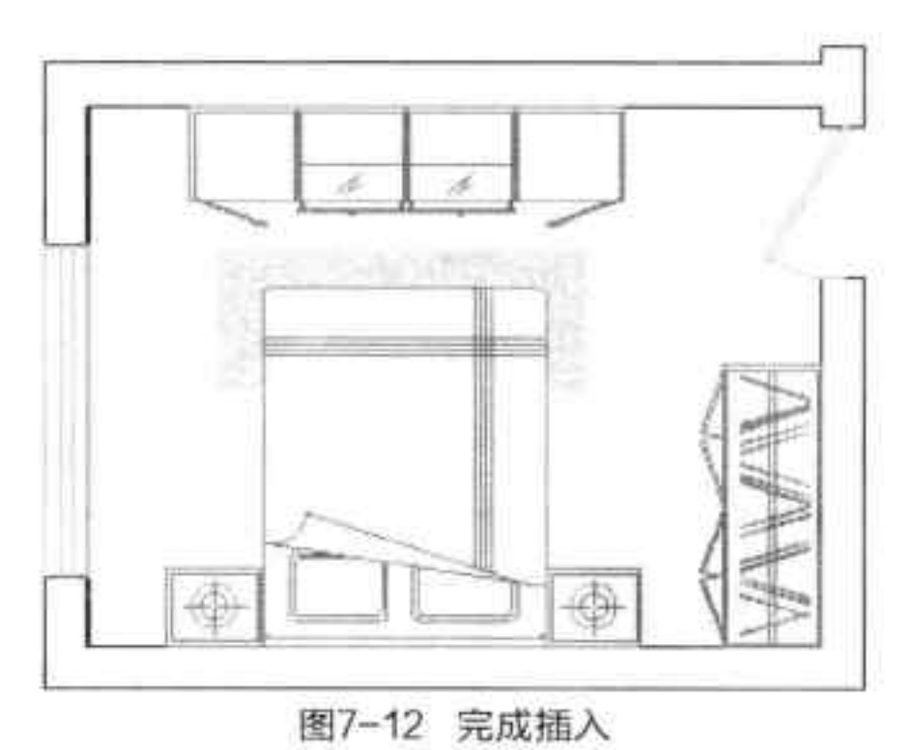

图7-12 完成插入
Step 04 指定完成后即完成图块的插入操作，如图 7-12 所示。